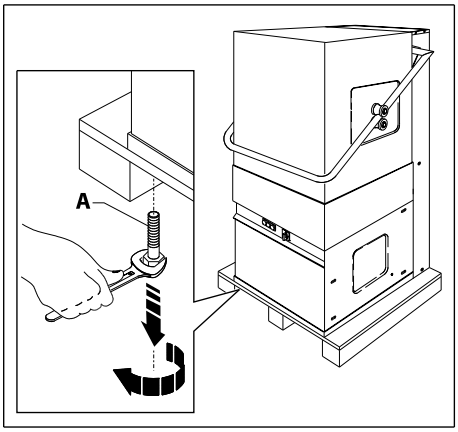

Рис. 3
2. Открутите два винта, крепящие машину к транспортировочному поддону (рис. 3)